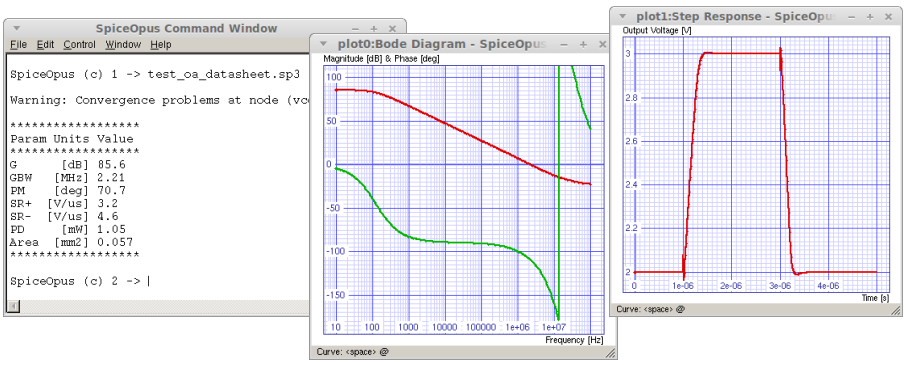

Figure 24 | Example of SpiceOpus results from `apdk/spiceopus/test_oa_datasheet.sp3` for the OpAmp of Fig. 22 and CNM25 typical-case (`ttt`) conditions.
b. Execute the NUTMEG script to **extract** the performance parameters from the OpAmp initial device sizing, like in the example of Fig. 24.